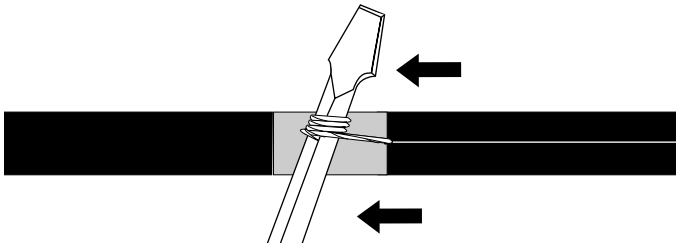

Figure 7
**5.6** Pull the rip cord through the sheath to the tape wrap (Figure 7). Cut the rip cord flush at the tape wrap.